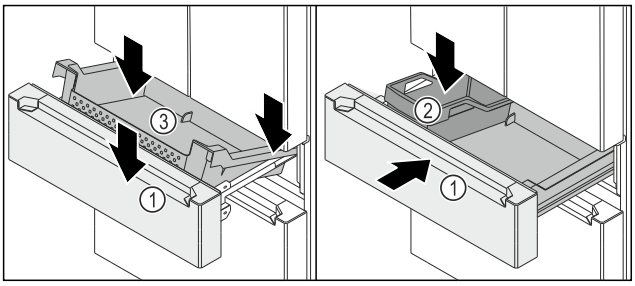

*Fig. 150*
❑ El carro extraíble *Fig. 150 (1)* está extraído.
- ▶ Coloque el contenedor *Fig. 150 (3)* en la parte trasera sobre los carriles de la derecha y de la izquierda.
- ▶ Baje el contenedor *Fig. 150 (3)* por delante de modo que el contenedor *Fig. 150 (3)* abarque los carriles a la derecha y la izquierda.
- ▶ Introduzca el FlexBox *Fig. 150 (2)*.
- ▶ Introduzca el carro extraíble *Fig. 150 (1)*.